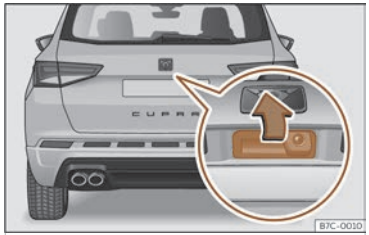

Fig. 53 Portón trasero: apertura desde fuera.
- *Abrir*: haga una ligera presión en el asidero y levante el portón ››› fig. 53.